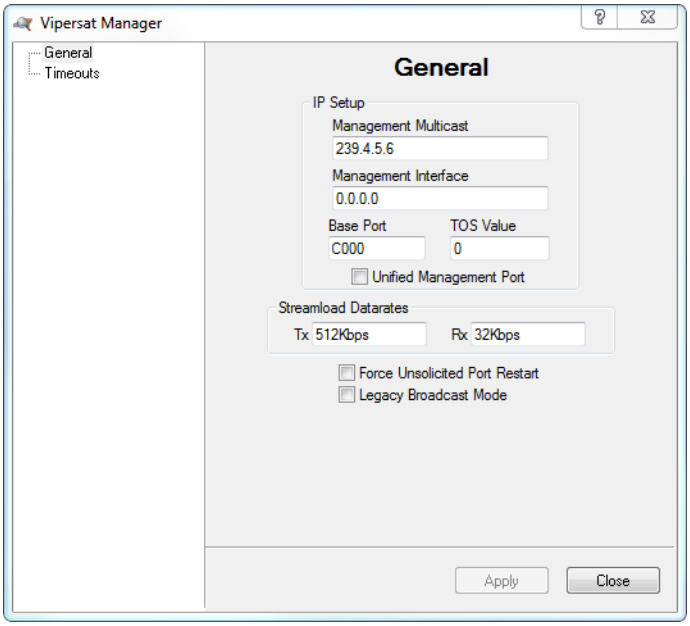

Figure 3-7 Vipersat Manager, General dialog
2. In the **General** dialog shown in figure 3-7, make sure that the **Management Multicast** address of the VMS matches the Receive Multicast Address for each modem in the network that is controlled by this VMS. This address is used to propagate managing multi-command messages from the VMS to all receiving IP network modems.